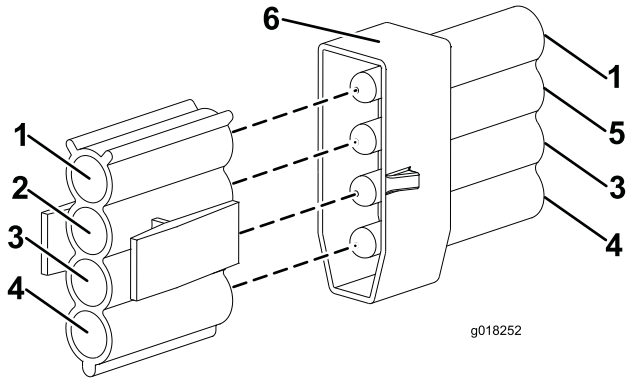

Figur 14
13. Fäst kontakterna på huvudkablarna med GRÖN/RÖD kabel till den identifierade högra/vänstra lampkontakten (Figur 14).